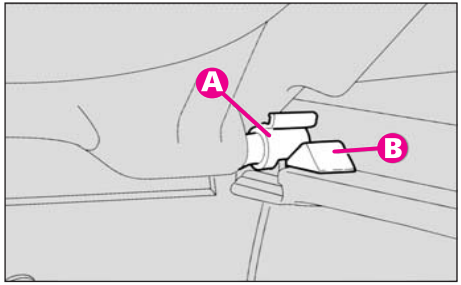

fig. 21
- trageți capetele (**A-fig. 21**) din părțile laterale ale raftului din lăcașele lor (**B**), apoi scoateți raftul tragându-l în afară.